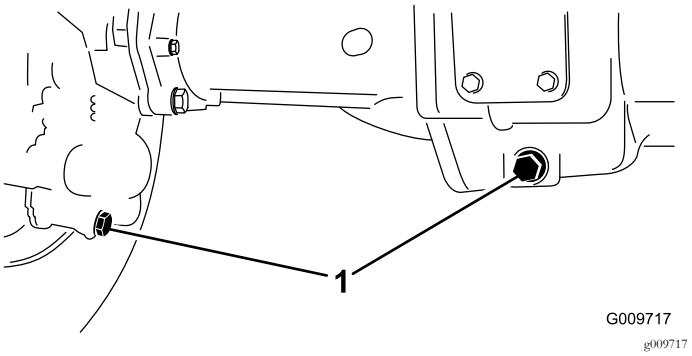

Figur 57
2. Gör rent runt de tre avtappningspluggarna: en på varje ände och en i mitten (Figur 57)